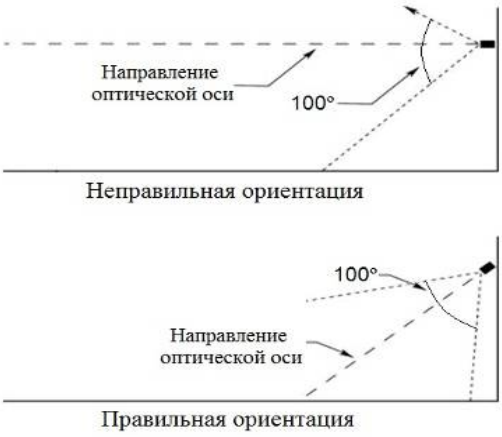

Рисунок 3 – Установка извещателя по отношению к горизонту
- Извещатель должен быть нацелен на объект по нисходящей под углом к горизонту, по крайней мере, 10 - 20 градусов (см. рис. 3). Такая установка предотвращает скопление влаги на оптической части извещателя.